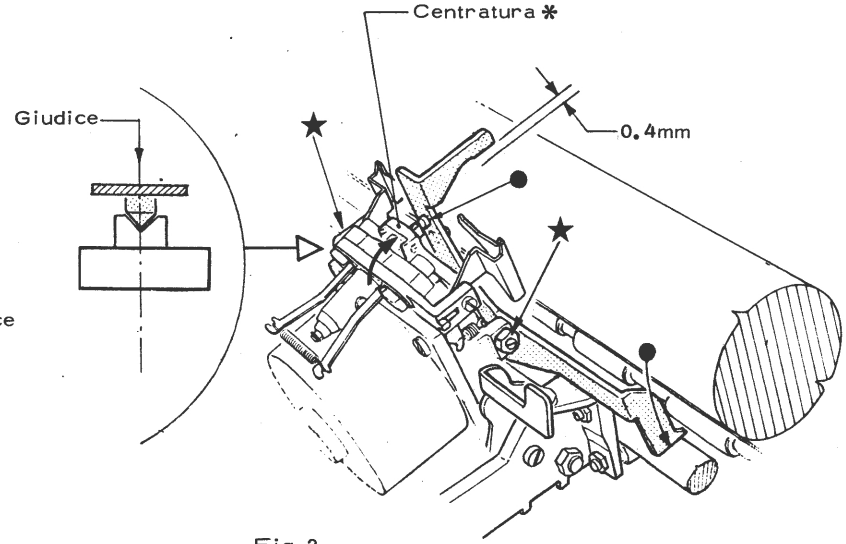

Fig. 2
* - Verificare le condizioni di fig. 2, portando manualmente il martello a contatto del riferimento del giudice. Il martello deve avere gioco assiale nullo.